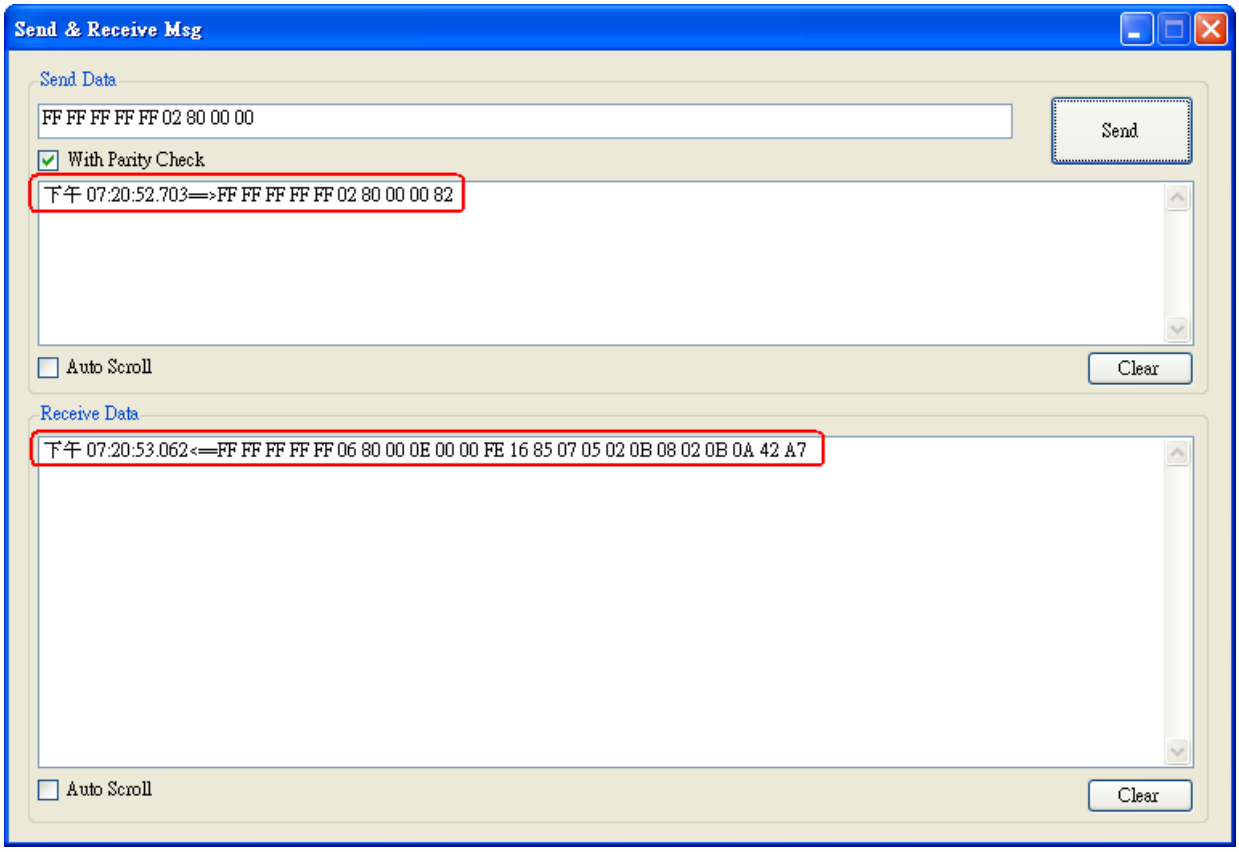

Figure 4-12**:** Receive HART Command
(3) When HART device responses the HART information, it will show in the “Receive Data” field like Figure 4-12. If error happened in HART communication, it will not show any message in the “Receive Data” field. Please check the HART command in the “Send Data” field if it is correct.